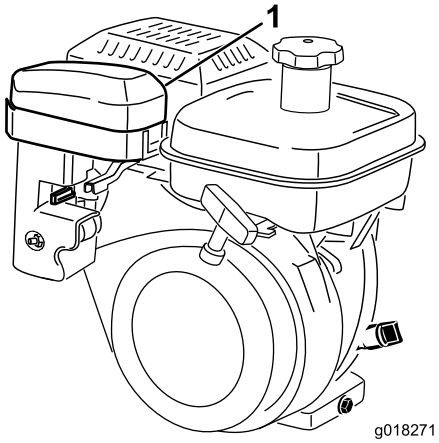
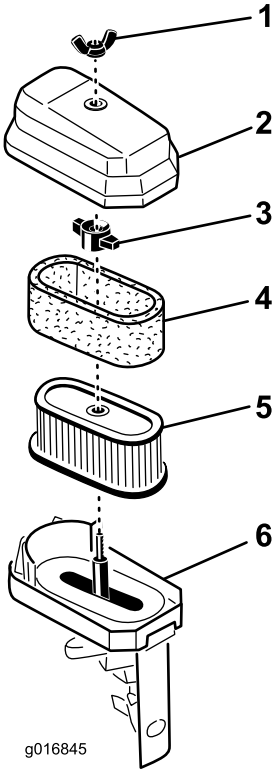

Figuur 32
Figuur 33
3. Reinig het deksel grondig (Figuur 32 en Figuur 33).
4. Als het schuimelement vuil is, moet u dit verwijderen van het papierelement (Figuur 33) Grondig schoonmaken.